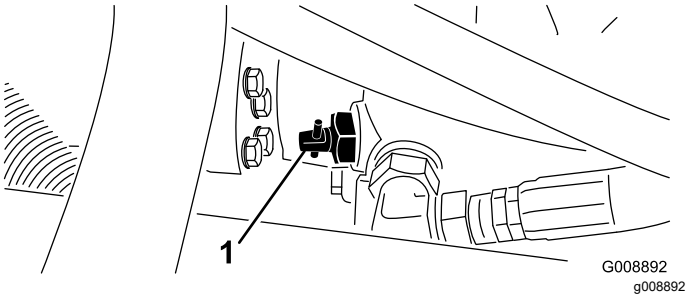

**Figuur 44**
1. Ga naar het omloopventiel op de pomp (Figuur 44) en draai deze 90°.